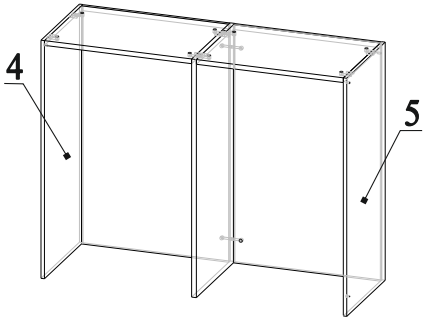

Рис.14
24. Соединить детали 4 и 5 с деталями 10, затянуть эксцентрики по часовой стрелки до упора (рис.14);